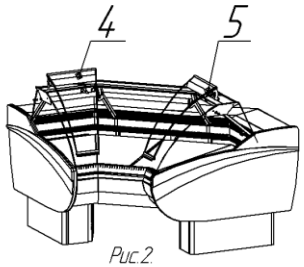

Рис.2.
2. Установить правое и левое лобовое стекла 4,5, установив нижний опорный профиль в паз лицевого алюминиева профиля и зафиксировать саморезами. Совместить резьбовую часть платика 6 с отверстием в опорном уголке 7, и зафиксировать гайкой 8 (см. рис.2).